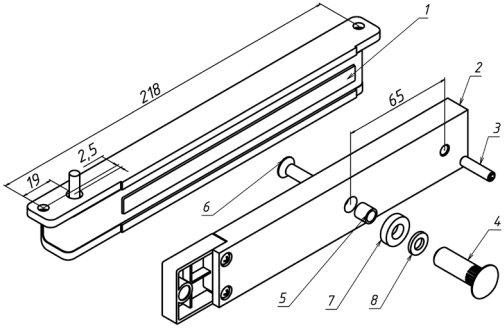

Рисунок 1
3.1 Комплект поставки (рисунок 1):
- корпус (1) - 1 шт.
- якорь (2) - 1 шт.